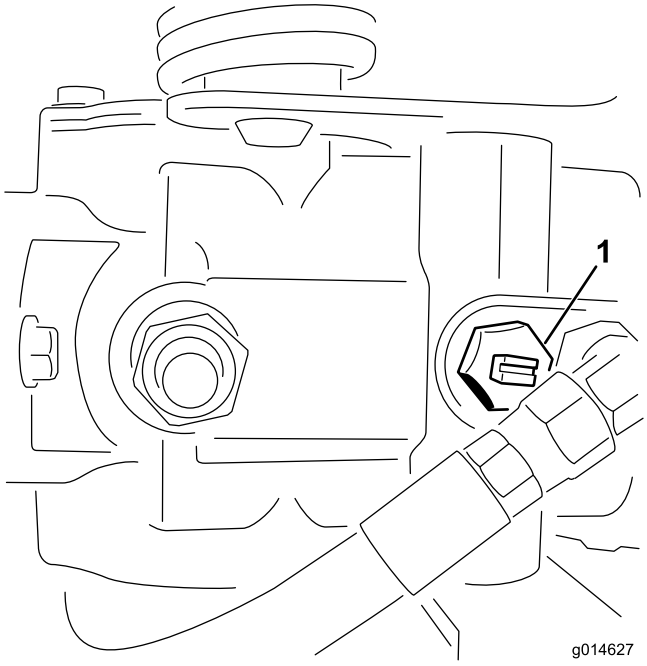

Figur 39
1. Find omløbsventilen på pumpen, og drej den, så rillen er vertikal (Figur 39).
2. Luk omløbsventilen ved at dreje den, så rillen er horisontal (Figur 39), før du starter motoren. Start ikke motoren, mens ventilen er åben.